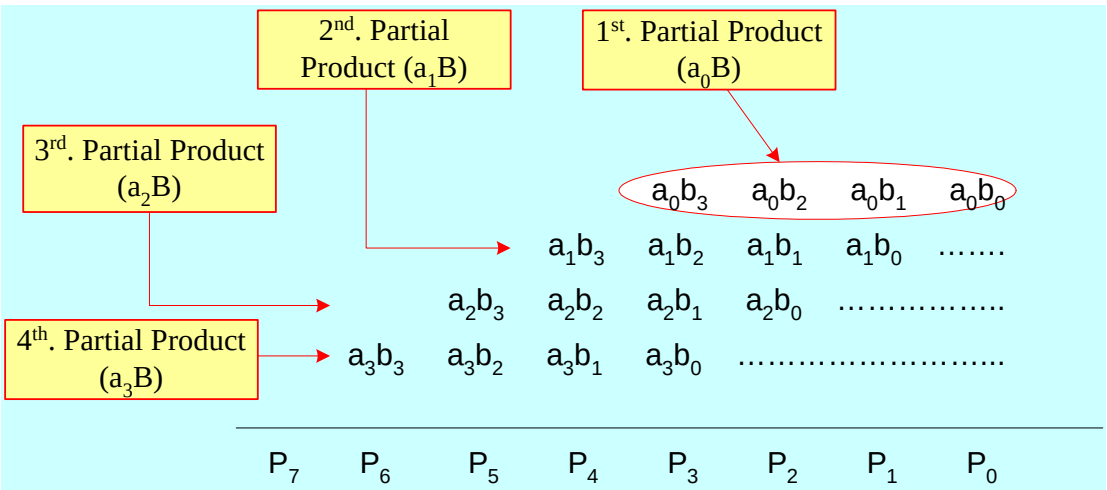

Figure 12.2: Binary Multiplication.
As in hand multiplication, we multiply the bits of the multiplier A ($a_3a_2a_1a_0$) by the multiplicand (B) starting from the LSB (a_0) to the MSB (a_3). This forms four partial products a_0B, a_1B, a_2B, and a_3B. The resulting partial products are added with each product shifted lefts by one bit position from its predecessor as shown in Figure 12.2.